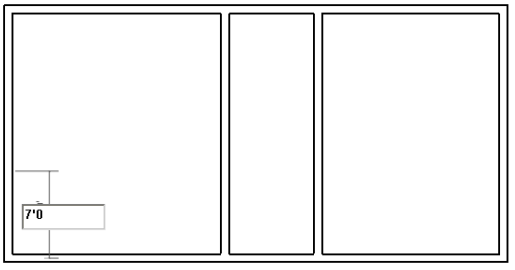

Figure 3-60 *Specifying the distance for sketching the third internal wall*
3. Move the cursor to the lower left corner and then move it vertically upward. When the temporary dimension appears, enter **7'0"(2134 mm)** and then press ENTER to specify the starting point of the third interior wall, as shown in Figure 3-60.